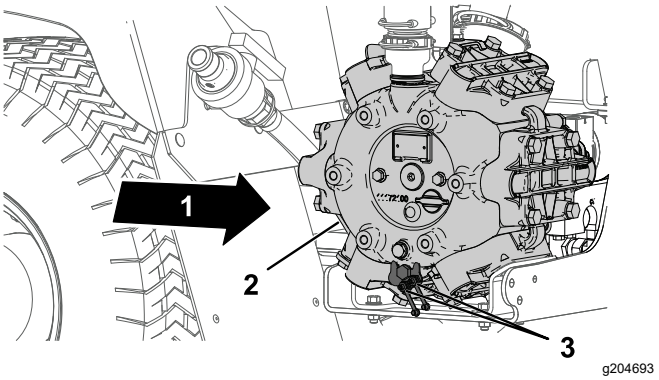

**Bild 70**
1. Wischen Sie die zwei Schmiernippel mit einem sauberen Lappen ab (Bild 70).
2. Pressen Sie Fett in die Schmiernippel (Bild 70).